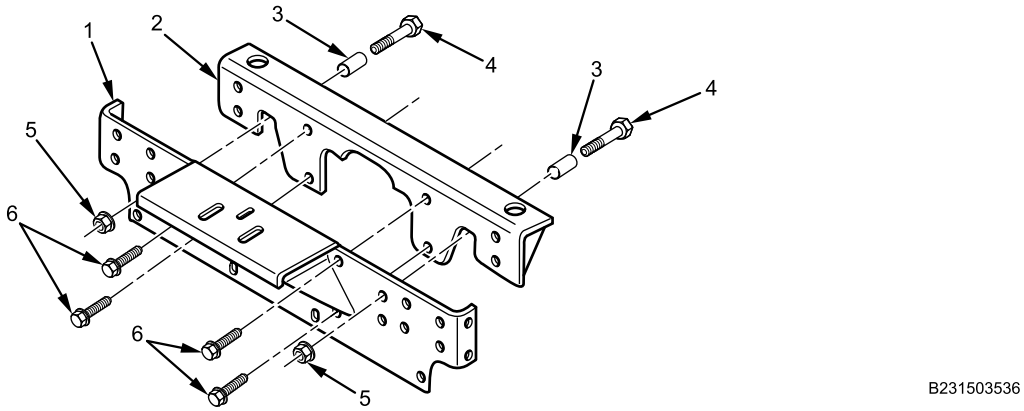

Figure 5. Radiator Support Crossmember and Radiator Support Assembly.
1. Install radiator support (Figure 5, Item 2) on radiator support crossmember (Figure 5, Item 1) with two bolts (Figure 5, Item 4), nuts (Figure 5, Item 5), and spacers (Figure 5, Item 3) and tighten securely.
2. Install four bolts (Figure 5, Item 6) on radiator support crossmember (Figure 5, Item 1) and tighten securely.